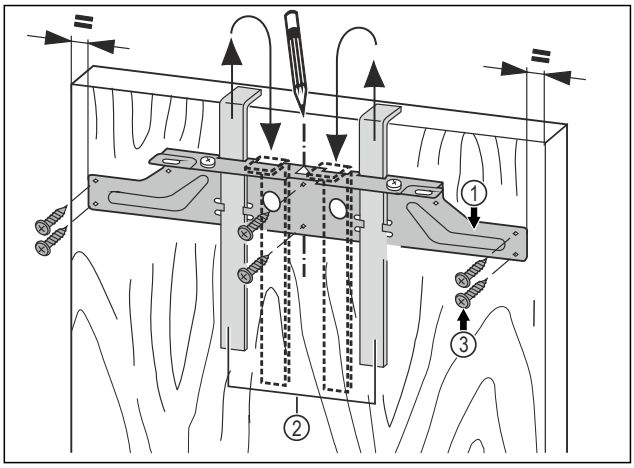

Fig. 59
▶ Навесьте крепежную поперечину *Fig. 59 (1)* с монтажными вспомогательными элементами *Fig. 59 (2)* на внутреннюю сторону мебельной двери.
▶ Выровняйте крепежную поперечину *Fig. 59 (1)* по центру на двери.
▶ Прикрутите крепежную поперечину *Fig. 59 (1)* по меньшей мере 6 винтами *Fig. 59 (3)*.
▶ Прикрутите крепежную поперечину *Fig. 59 (1)* 4 винтами *Fig. 59 (3)* по краю.
▶ Вытяните вверх монтажные приспособления *Fig. 59 (2)* и, развернув, вставьте их в расположенные рядом приемные отверстия.